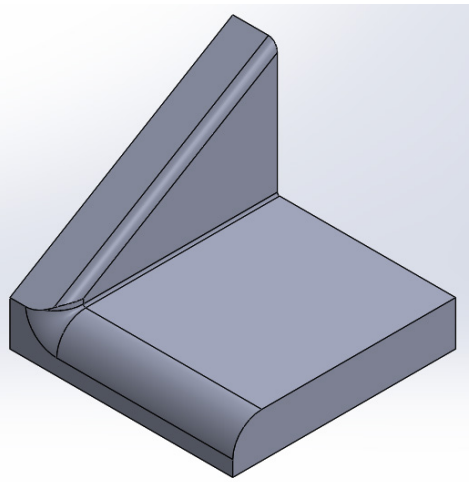

Figure 24 *The model after adding fillet*
4. Apply next fillet of radius **6.5 mm** by using the **Face Fillet** option, refer to Figure 24.